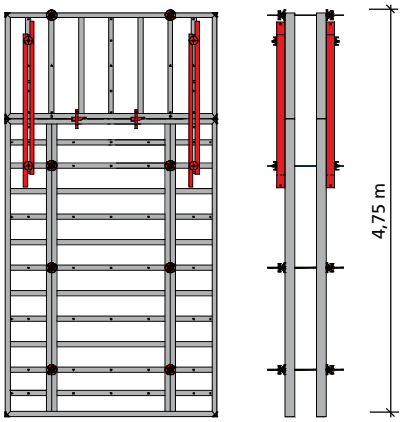

Abb. 46.4
- Bei horizontalem Aufstocken mit einer maximalen Elementbreite von 1,25 m bis zu einer Maximalhöhe von 4,75 m kann auf die untere Ankerlage des aufgestockten Elementes verzichtet werden, wenn 2 Richtschienen RS 180 verwendet werden (Abb. 46.4).